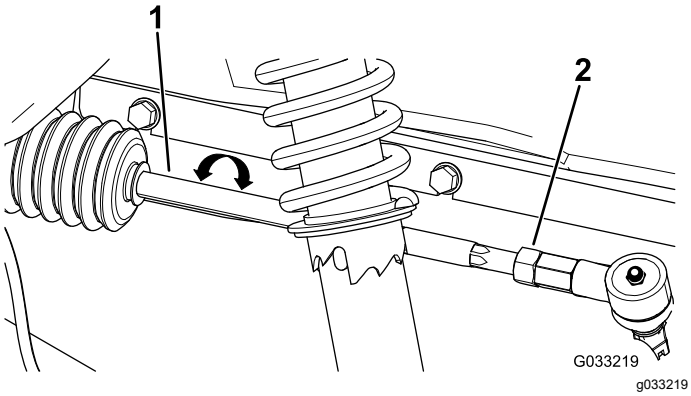

Rysunek 58
2. Jeżeli wynik pomiaru nie mieści się w zakresie od 0 do 6 mm, poluzuj nakrętki zabezpieczające na zewnętrznym końcu drążków kierowniczych (Rysunek 58).